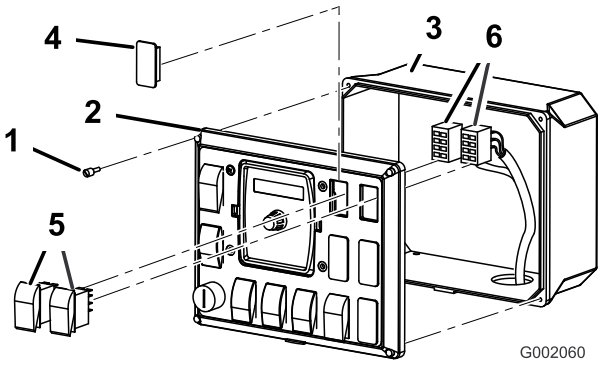

Figuur 28
1. Zet de 4 schroeven los waarmee het voorpaneel aan de bedieningskast is bevestigd (Figuur 28).
2. Verwijder het voorpaneel om toegang te krijgen tot de bedieningskast (Figuur 28).
3. Verwijder de 2 pluggen van het spuitbedieningspaneel van het voertuig en monteer de 2 tuimelschakelaars die in hun plaats zijn meegeleverd (Figuur 28).